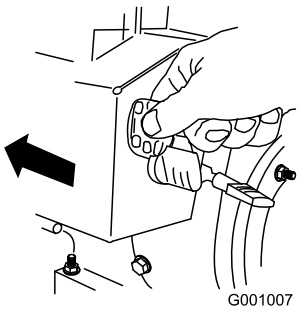

Bild 27
5. Stecken Sie den Zündschlüssel ein (Bild 27).